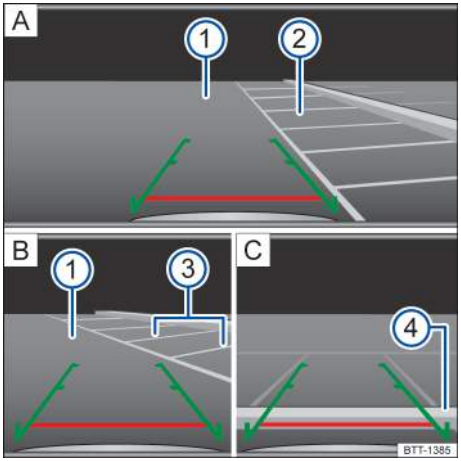

Fig. 118 On the screen: Orientation lines for the parking space behind the vehicle.
Key to fig. 118:
- Position the vehicle in front of the parking space → fig. 118 (2) A.
- Slowly back up and steer so that the lateral green orientation lines lead into the parking space (3) B.
- Align the vehicle in the parking space so that the green orientation lines are parallel to the selected parking space (3) B.
- Stop the vehicle before (or at the very latest, when) the horizontal red line reaches the rear boundary, for example, a curb (4) C.